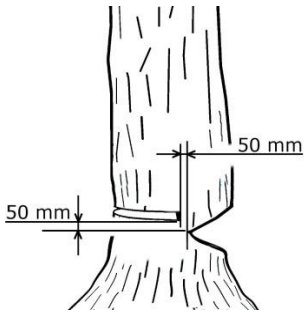

Rys. 15
- Wykonać nacięcie do jednej trzeciej głębokości drzewa **(Rys. 15)**, po tej stronie drzewa, po której drzewo ma być położone.